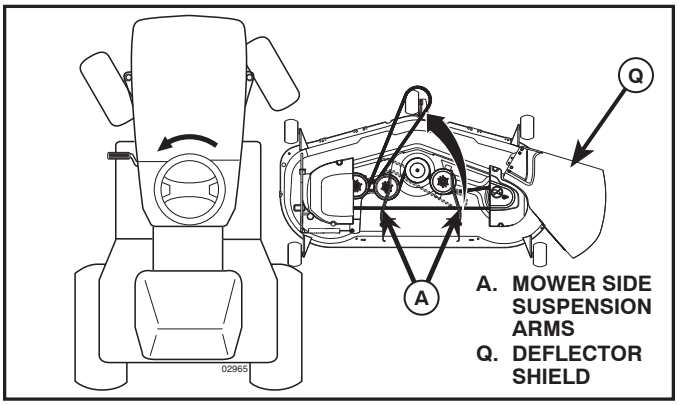

Fig. 26
4. SLIDE MOWER UNDER TRACTOR (See Fig. 26)